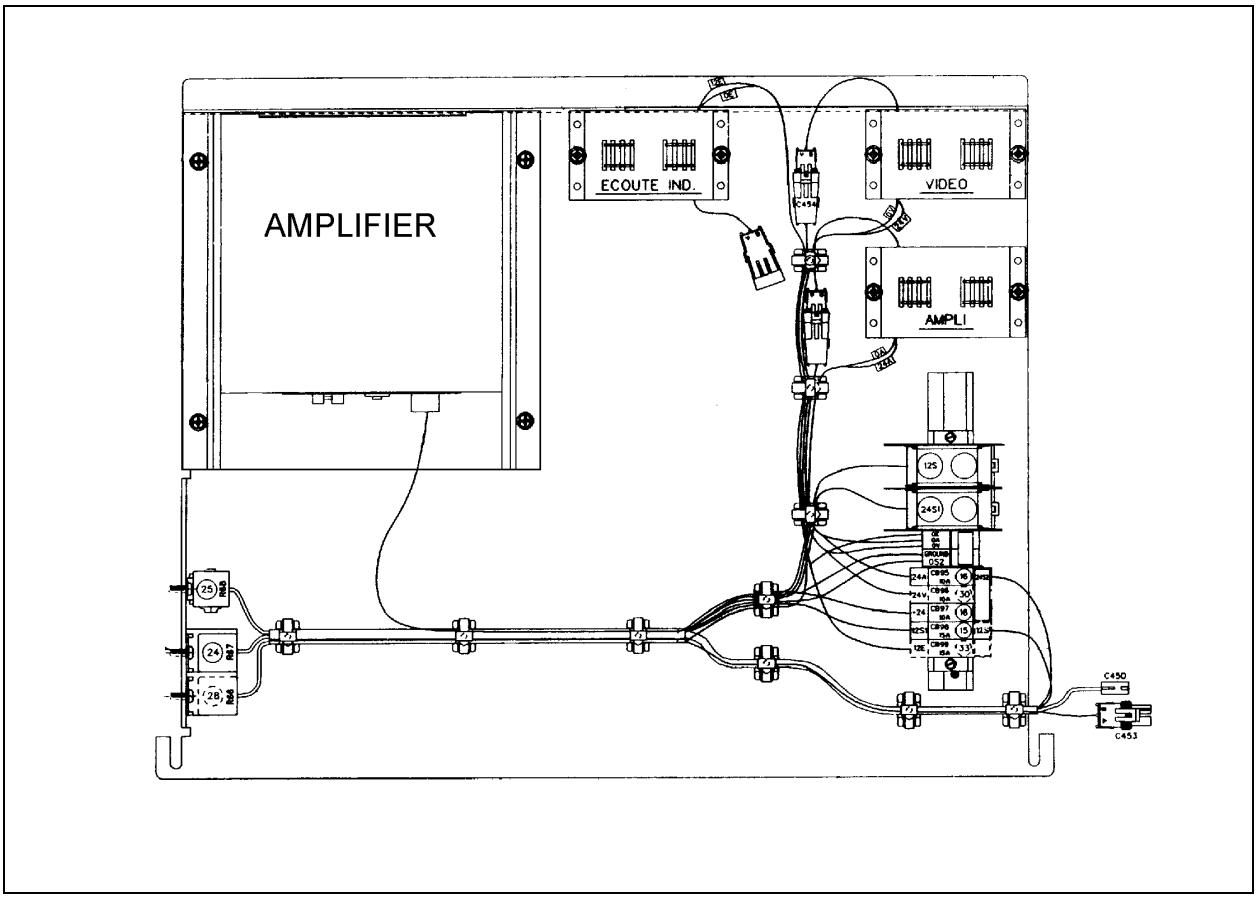

FIGURE 1: SOUND SYSTEM JUNCTION PLATE 23059
The power amplifier is mounted on a sound system junction plate which is located over the front wheel housing (Fig. 1), to access, open the first baggage compartment. In addition to the public address (PA) systems, options for AM/FM stereo radio and cassette player, CD changer, karaoke, wireless microphone, video system with monitors, scenic viewer and digital processor controller may be featured.